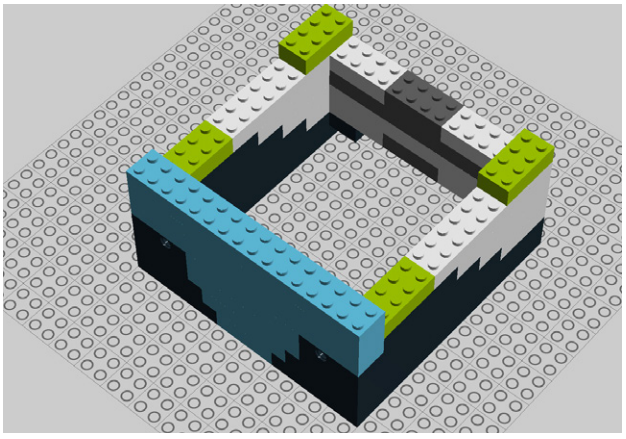

Figure 9-32. *Step 27: Adding four 2x4 bricks*
27. Add four 2x4 bricks (Figure 9-32).